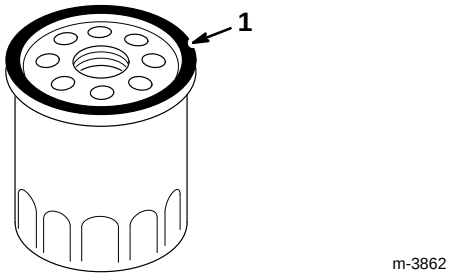

Figure 20
5. Using your finger, coat the gasket on the new filter with oil (Fig. 20).